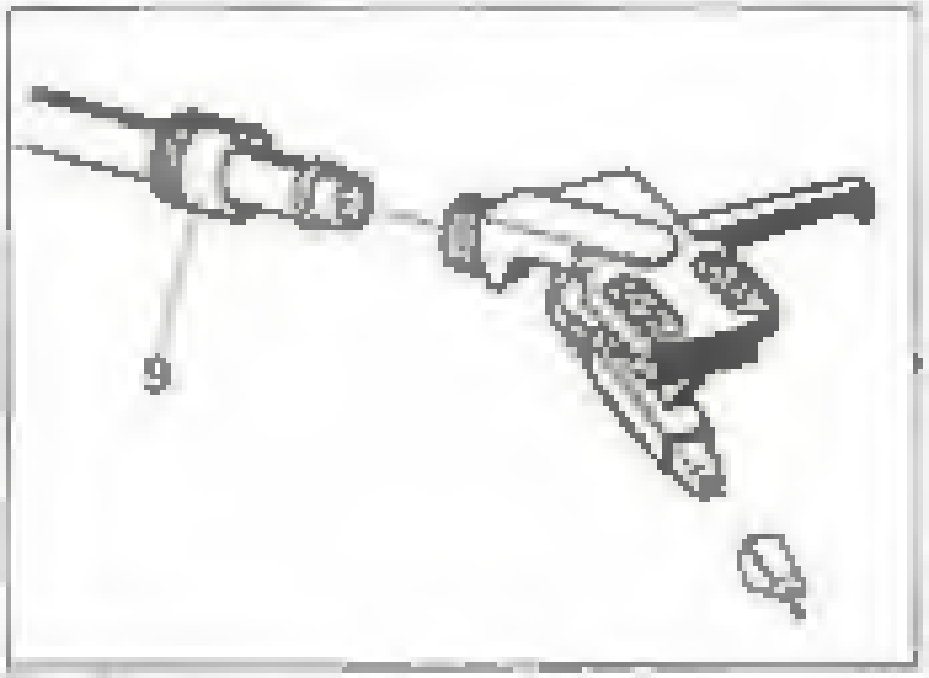

Fig. 6
- Die Montage ist korrekt, wenn die Abtastnadel – von oben betrachtet – in der V-förmigen Aussparung der Systemeinbaulehre steht. Von der Seite betrachtet, muß die Nadel im Bereich der rechteckigen Aussparung stehen (Fig. 6).
Das Einsetzen der Abtastnadel erfolgt in umgekehrter Weise (Fig. 6).